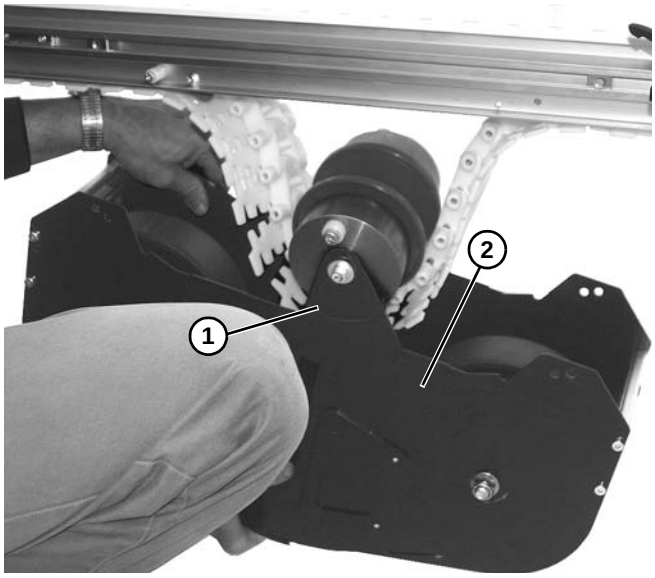

Figure 25
3. Raise weighted take up box assembly, with plate **(Figure 25, item 1)** on idler pulley assembly on outside of outer plate **(Figure 25, item 2)** weighted take up assembly.